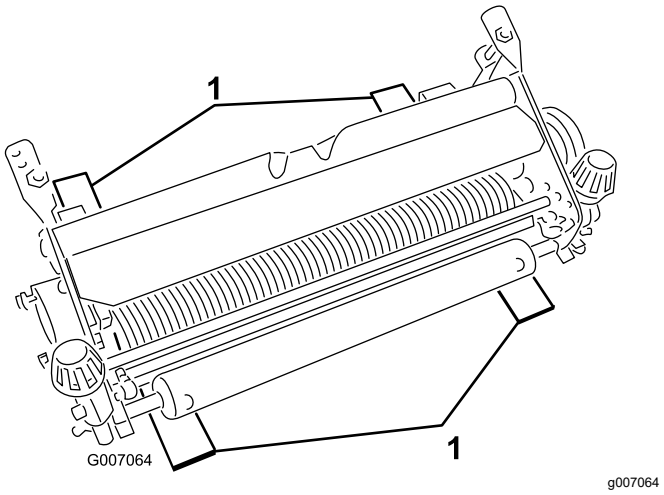

Rysunek 4
2. Umieść 4 pręty wskaźnika pod rolką przednią i tylną skaryfikatora i ustaw wybraną głębokość penetracji ostrza poniżej poziomu podłoża (Rysunek 4).